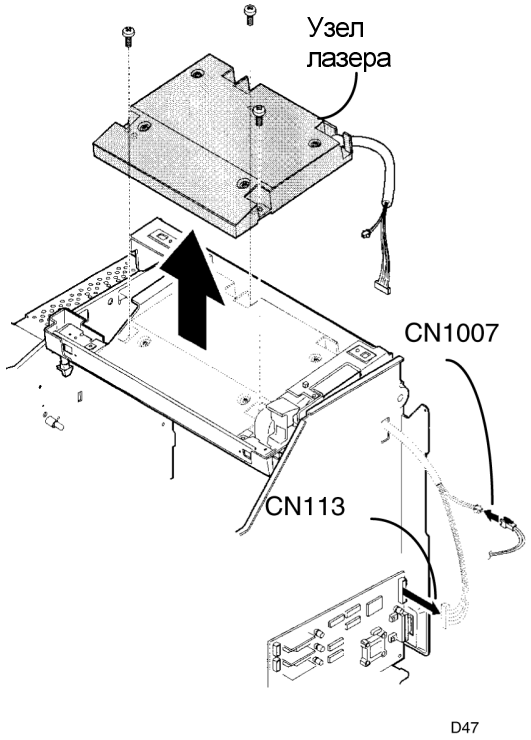

Рисунок 1. Снятие узла лазера
2. (Рисунок 1): Отсоедините разъемы, отверните винты и снимите узел лазера.